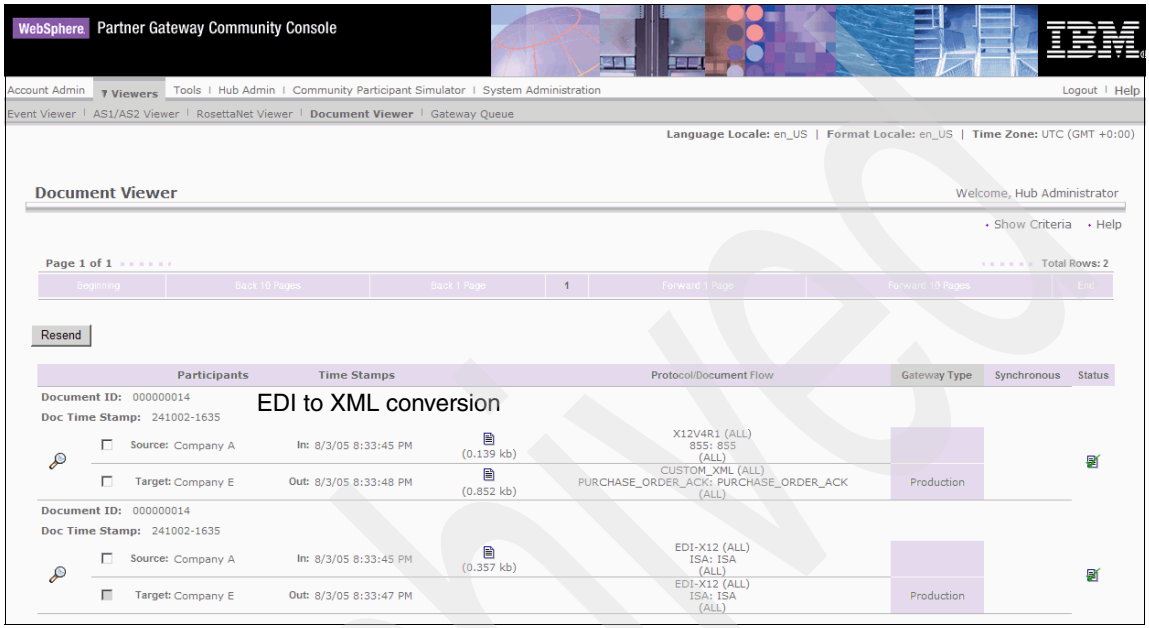

Figure 19-61 EDI to XML conversion documents
5. Search for the documents exchanged between Company A and Company E. We see the following documents in the viewers (Figure 19-61).